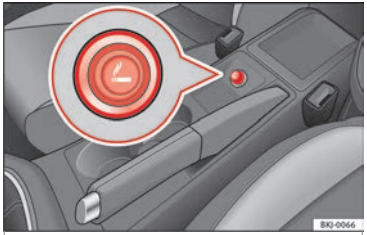

Fig. 165 Encendedor.
– Presione el encendedor **»» fig. 165** para activarlo **»»** ⚠.